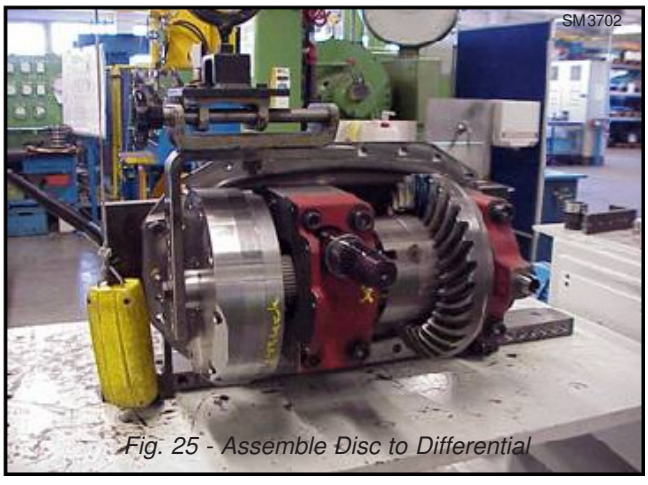

Fig. 25 - Assemble Disc to Differential
26. Assemble the elements of the disc assembly, items 77 to 100 inclusive.
27. Using 15503093 or suitable lifting device, lift the assembly and slide it on to the differential shaft(13). Refer to Figure 25.